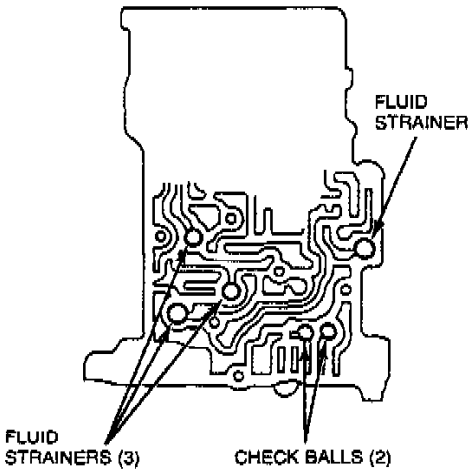

Figure 3 TB-4776-A
THE TWO (2) CHECK BALLS AND FOUR (4) STRAINERS ARE LOCATED UNDER THE CONTROL. USE CARE TO MAKE SURE STRAINERS AND CHECK BALLS ARE NOT MISPLACED (FIGURE 3).
7. Memorize location of the two (2) balls and the four (4) fluid strainers (Figure 3).
11. Install the two (2) check balls and the four (4) fluid strainers in the same position as before disassembling (Figure 3).